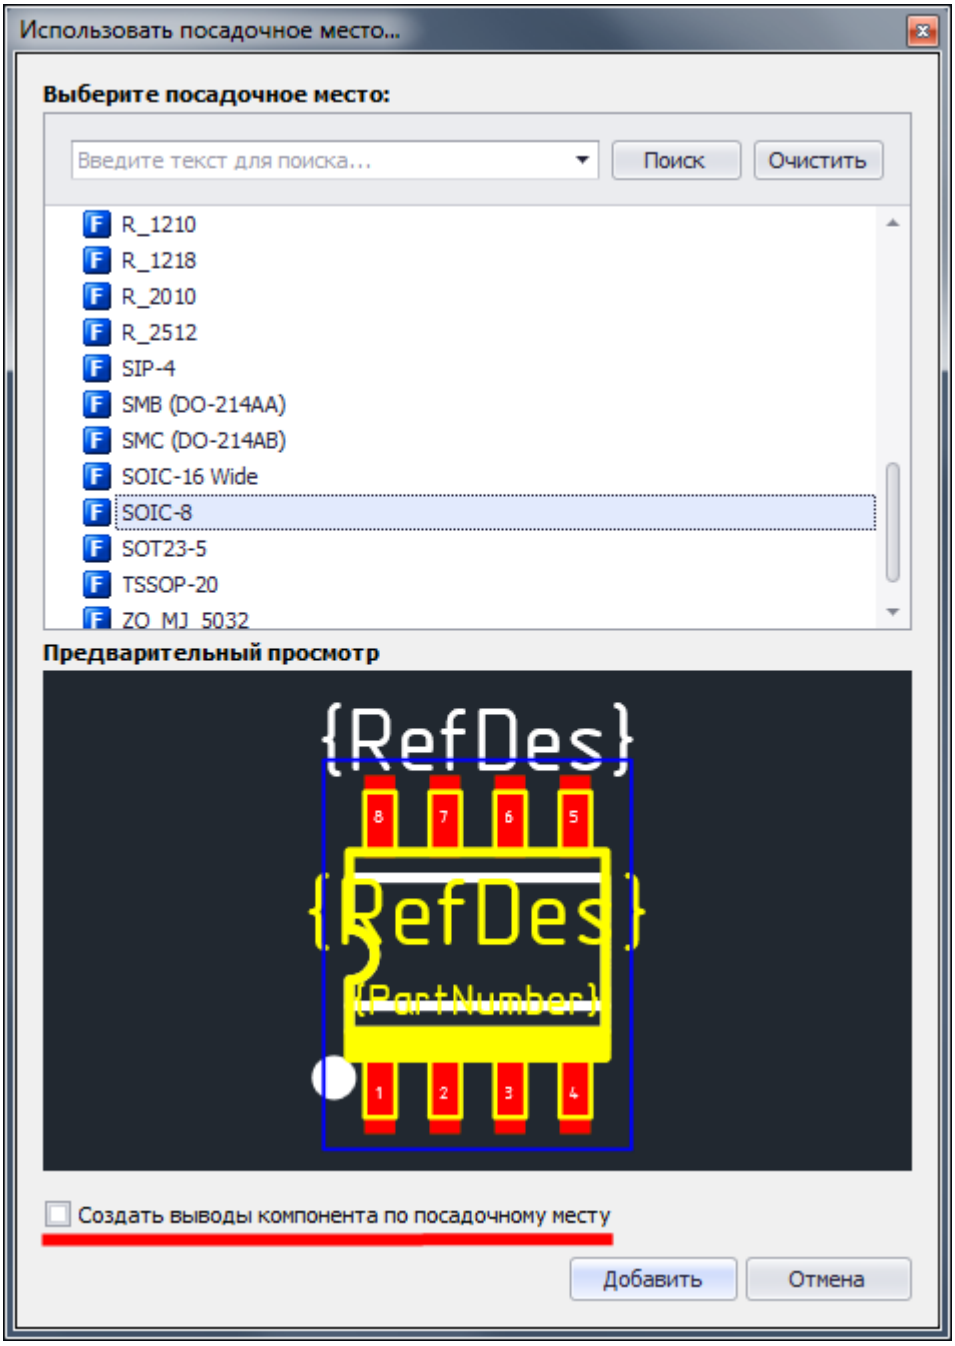

Рис. 269. Окно «Использовать посадочное место»
3. Выбрать необходимое посадочное место из списка, представленного в отобразившемся на экране окне «Использовать посадочное место», см. Рис. 269.